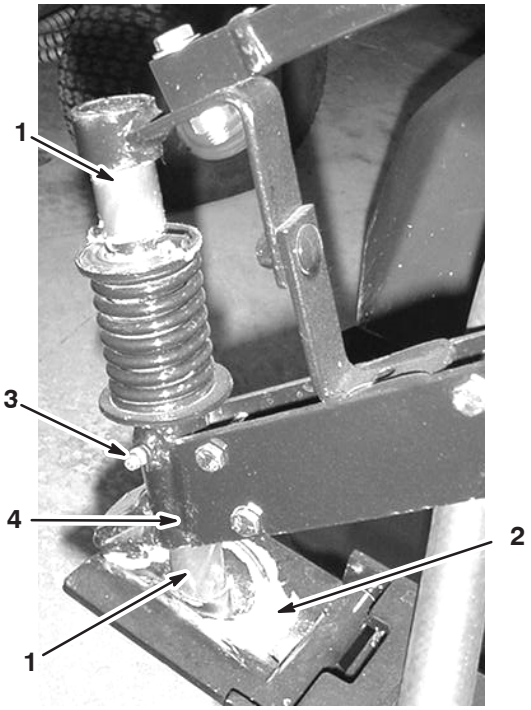

Figur 38
1. Plasser fettet manuelt på støtteakselen og inne i kulesetet på hengselplaten som vist i figur 38.